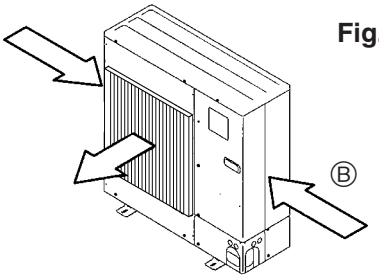

Fig. 2-5
③ Plaats het apparaat indien mogelijk zo dat de luchtuitlaat in dezelfde richting blaast als de seizoenswinden. (Fig. 2-5)